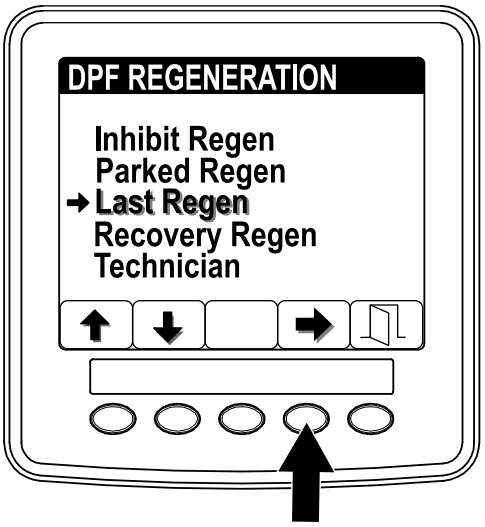

Figuur 36
1. Druk in het menu DPF Regeneration op knop 1 of 2 om te scrollen naar de optie LAST REGEN (Figuur 36).
2. Druk op knop 4 om de optie Last Regen te selecteren (Figuur 36).